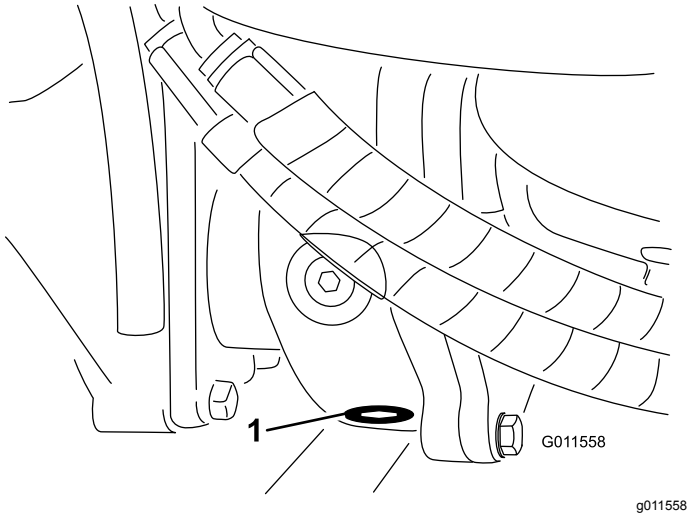

Figuur 96
5. Reinig de omgeving van de aftapplug aan de onderkant van de tandwielkast (Figuur 96).